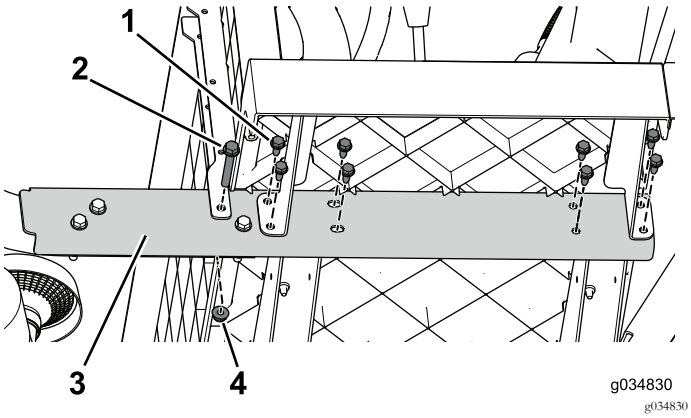

Figur 16
2. Fjern flensboltene (3/8 x 2-1/2 tomme) og mutrene som fester sideskinnen til maskinen (Figur 16). Gjør dette på begge sider av maskinen.
3. Arbeid fra framsiden til baksiden og fjern flensboltene (5/16 x 3/4 tomme) som fester sideskinnen til maskinen (Figur 16). Gjør dette på begge sider av maskinen.